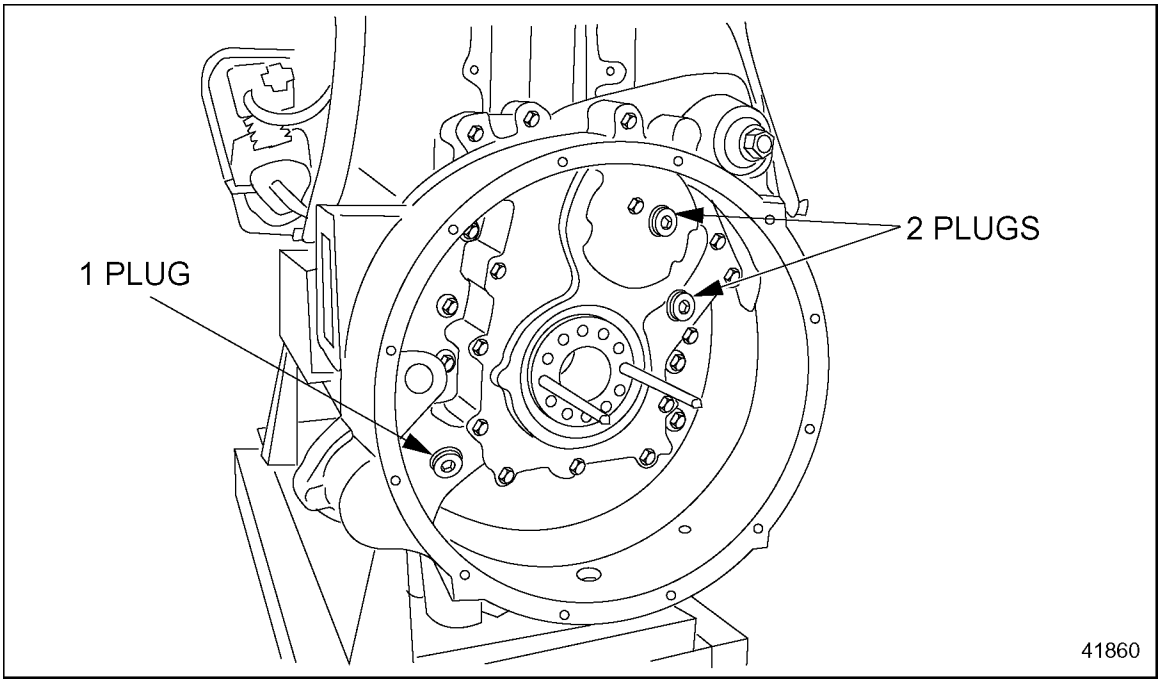

Figure 9-6 Pipe Plugs on the Gear Set Cover Plate
6. Remove three plugs to gain access to bolts securing the housing to the block. See Figure 9-6